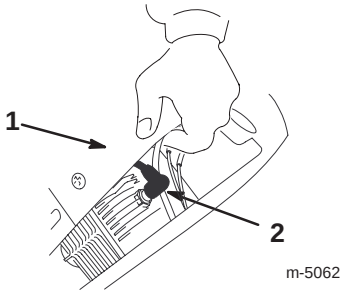

Figur 18
2. Fästskruvar (2)
5. Lyft upp skyddet och koppla loss kabeln från tändstiftet (figur 18).